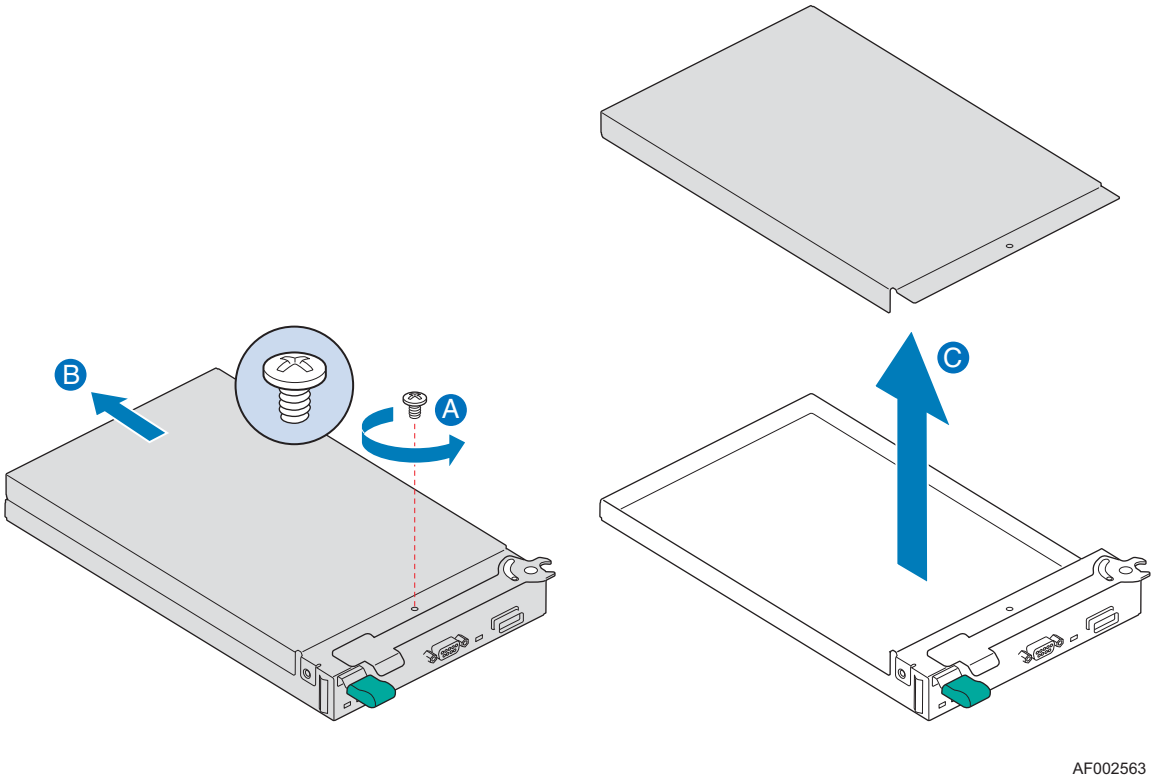

Figure 13. Removing Top Cover from Storage Control Module
4. With a Phillips* screwdriver, remove the screw securing the top cover to the storage control module (see letter "A" in Figure 13).
5. Slide the cover towards the rear of the storage control module (see letter "B" in Figure 13) and lift upward (see letter "C" in Figure 13).